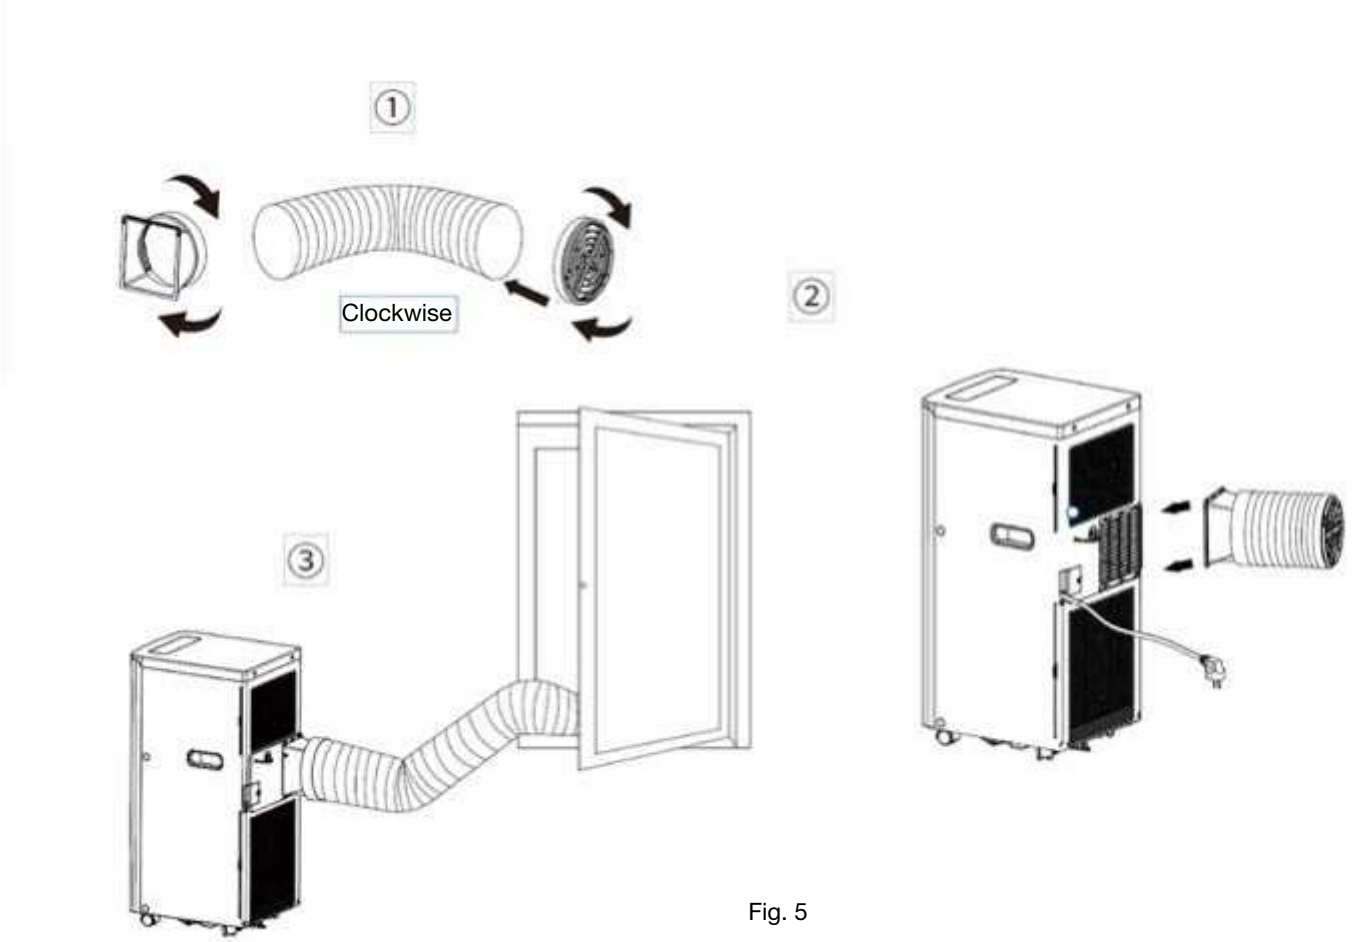

Fig. 5
3. Put the other end of the exhaust hose to the near windowsill (see Fig.5).